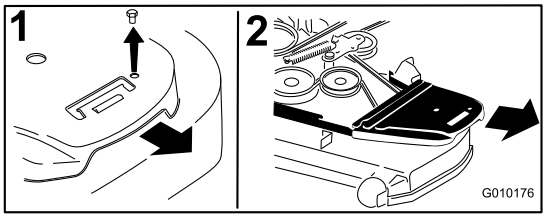

Figur 76
4. Fjern remskærmene (Figur 76).